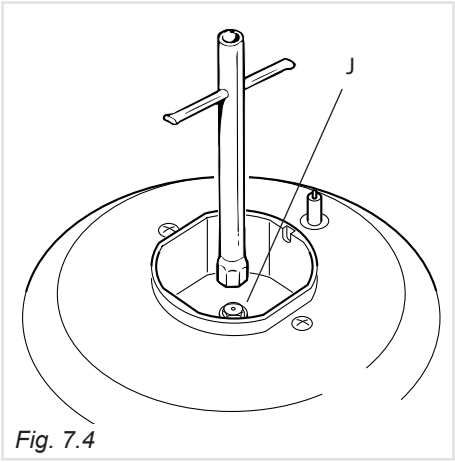

Fig. 7.4
- Using a wrench, substitute the nozzle injectors "**J**" (fig. 7.4) with those most suitable for the kind of gas for which it is to be used.